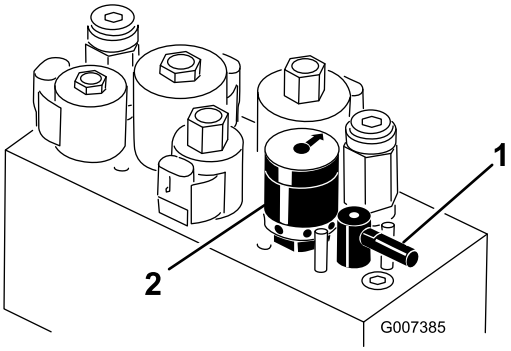

Figur 28
4. For å stile inn spolehastigheten, vri knotten (Figur 28) til indikatorpilene er i linje med antallet som angir ønsket innstilling.